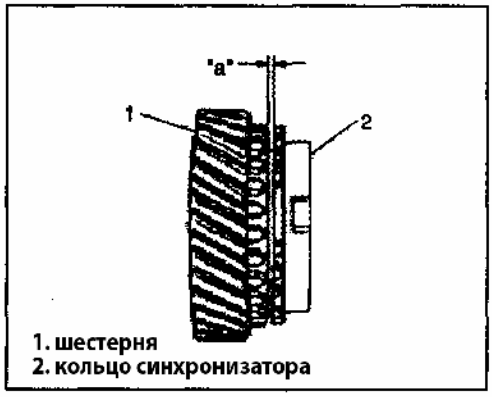

Рис. 369
7) Снимите синхронизатор в сборе (Рис. 369).